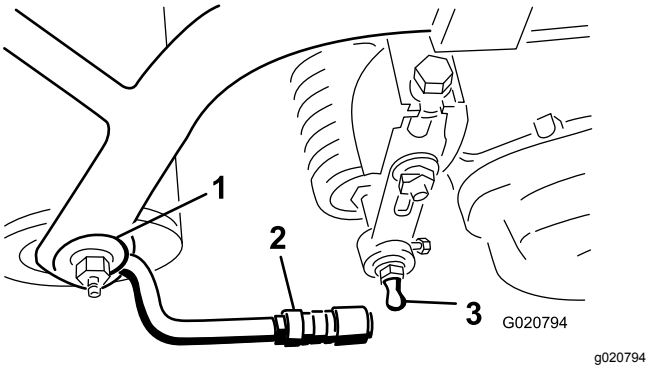

Figur 8
3. Skyd manchetten tilbage på kugleleddet, og sæt modtageren på klippeenhedens kugletapskrue. Slip manchetten, så den glider ned over tapskruen og låser montagerne sammen (Figur 8).